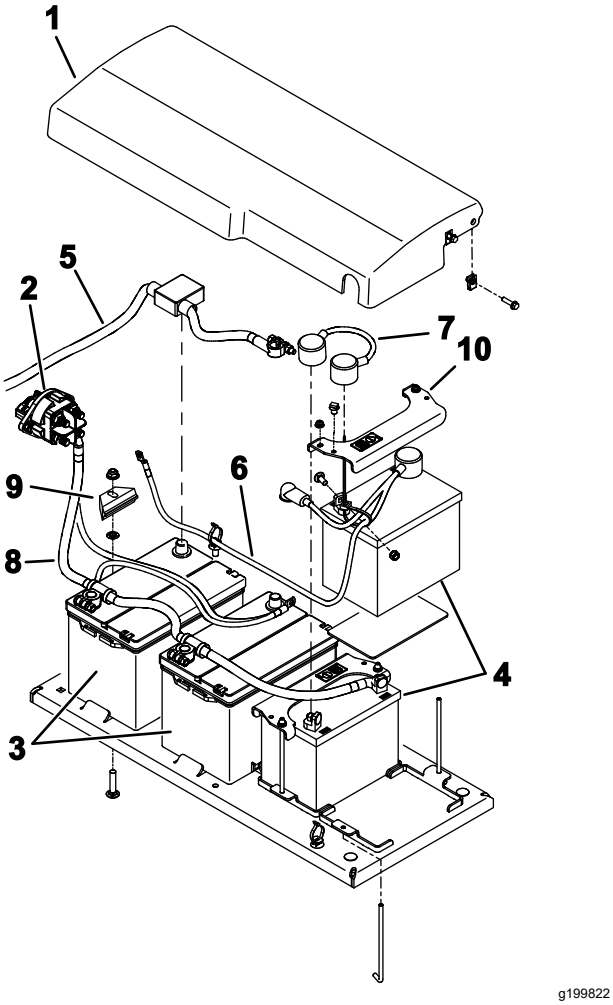

Figura 115
6. Retire las fijaciones que sujetan la tapa de la batería a la máquina, y retire la tapa (Figura 115).
9. Retire las baterías de la máquina con cuidado (Figura 115).
1. Sujete las baterías con las pletinas de sujeción (Figura 115).